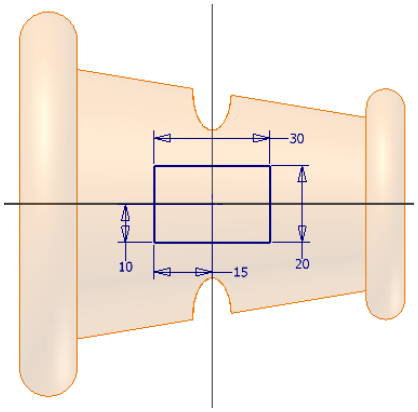

***Figure 18-60*** *Sketch drawn on the offset plane*
2. Select this plane as the sketching plane and draw the sketch, as shown in Figure 18-60.
10. Turn on the visibility of the sketch that was used to split the base surface, refer to Figure 18-60.